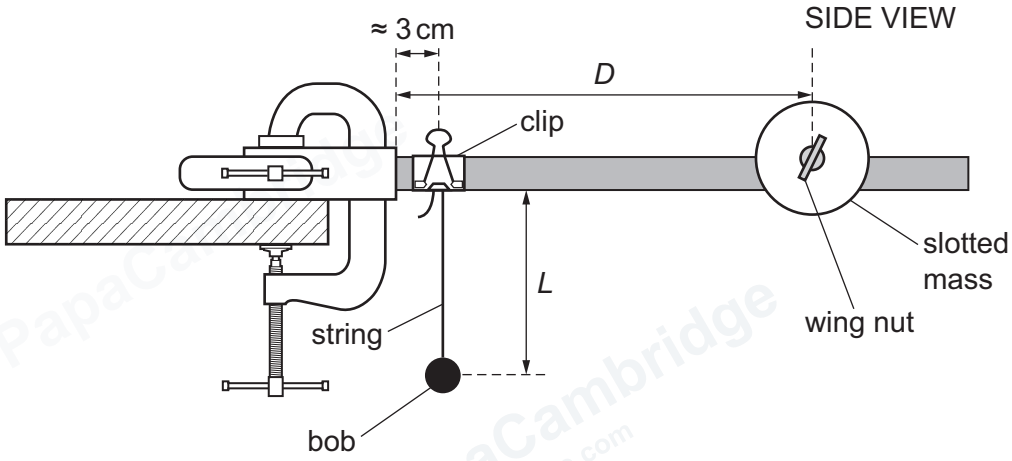

Figure 2.4
- The distance between the bottom of the hacksaw blade and the centre of the pendulum bob is *L* as shown in Figure 2.4.
- Adjust the string so that *L* is approximately 4 cm. Secure the string with the clip, as shown in Figure 2.4.
- The distance between the centre of the masses and the wooden blocks is *D*, as shown in Figure 2.4.